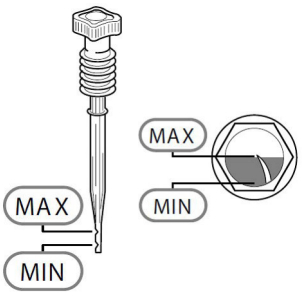

Abb. 5: Ölstand prüfen
Schritt 5: Lassen Sie den Kompressor beim Erststart ungefähr zehn Minuten lang mit geöffnetem Kondensatablass-Ventil *(9)* (Abb. 5) mit einem untergestellten Auffangbehälter laufen.